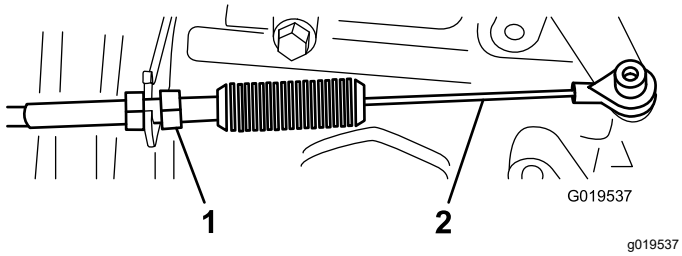
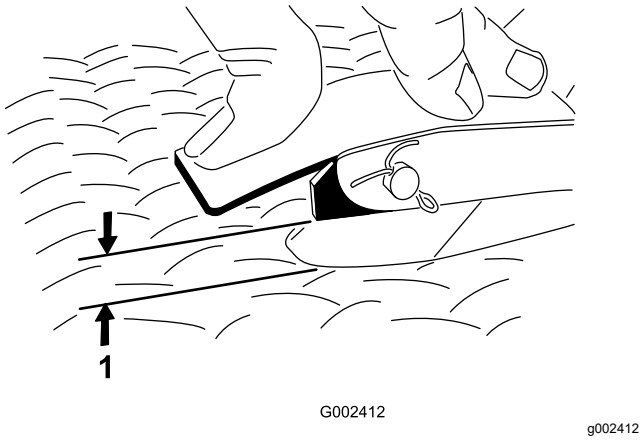

**図 67**
**図 68**
2. アクセルペダルの中央部を 11.3 kg の力で踏んだときに、ペダルと床のすきまが 2.54-6.35 mm となるようにアクセルケーブル図 67のボールジョイントを調整する図 68。
3. ロックナットを締めつける図 67。